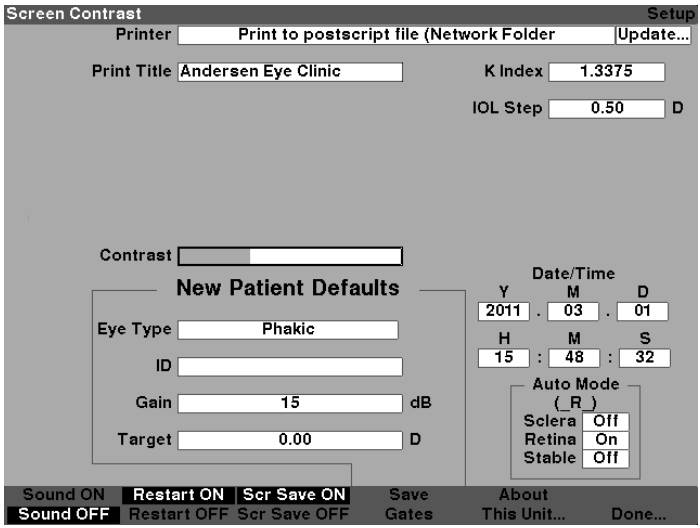

Figure 5-40 Contrast Adjusted
4. Press the knob or the √ button, to save the altered Contrast and to deactivate the field as shown in figure 5-40.